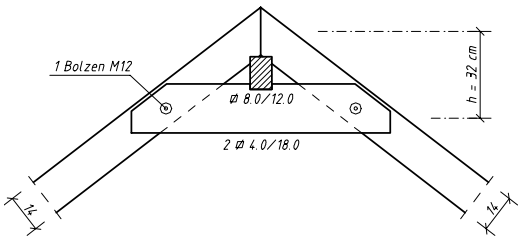

Bild 1.3 Stabdübel und Firstpfette
- Variante 2: Firstpunkt mit Firstpfette (Bild 1.3 und 1.4)